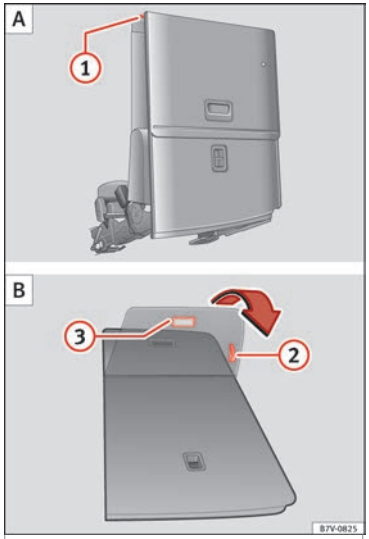

Bild 163 Tredje sätesraden: fälla ned baksätet för att lasta A och sedan återgå till position B
- Dra om nödvändigt i spaken ››› **bild 163** (2) för att flytta sätet till önskat läge.
- Dra spaken ››› **bild 163** (1) bakåt och fäll ryggstödet framåt. Baksätet fälls framåt ››› ⚠ och sittdynan flyttas också framåt.
- Dra i handtaget ››› **bild 163** (2) för att ställa tillbaka sätet i rätt läge.
- Dra i handtaget ››› **bild 163** (3). Hela sätet fälls bakåt.